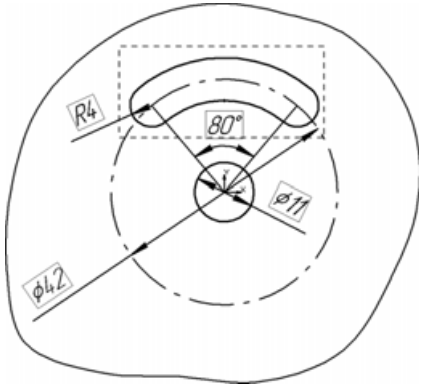

Рис. 5.225
- Измените значения радиальных и углового размеров, как на рис. 5.225. С помощью команды **Выделить | Рамкой** выделите единственный паз.